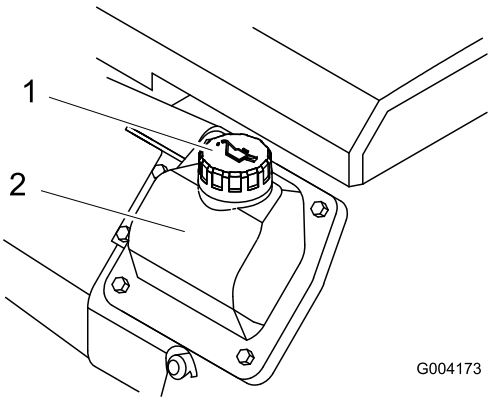

**Figuur 16**
8. Als het oliepeil te laag is, reinigt u de omgeving van de vulbuisdop en verwijdert u de dop (Figuur 16).